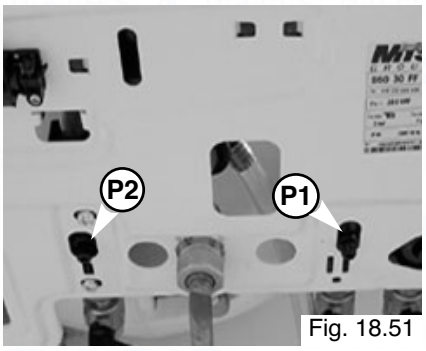

Fig. 18.51
2. Open the pressure relief valve (on the pump) (see Fig. 18.50) or the drain screw "**P1**" on the right hydraulic block (see Fig.18.51);
3. Open the drain screw "**P2**" on the boiler (see Fig. 18.51) To drain the tank more quickly remove the cap on the tank (see Fig. 18.52);